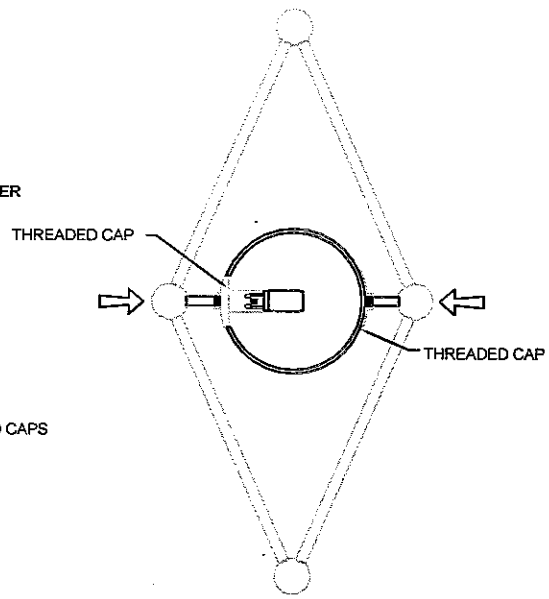

FIGURE-07
13. Tighten the threaded caps evenly on both side to the glass to keep it centered to the fixture. Do not over tighten to avoid breakage of glass diffuser. (See Figure -07)